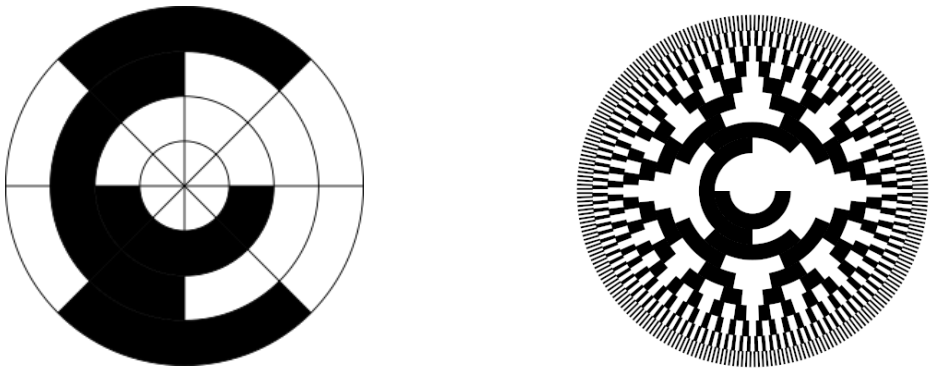

Figure 4: Code discs for a 3-bit (left) and 10-bit (right) absolute encoder
Absolute encoders function slightly differently than incremental encoders to measure absolute angular position instead of the relative position. Absolute encoders provide a unique code for each shaft position on the encoder disc. The resolution is determined by its number of code rings, which corresponds to the number of bits required to represent the on (1) and off (0) pattern in each segment. An n-bit absolute encoder has n code rings, which can encode 2^n segments, shown in Figure 4 below.